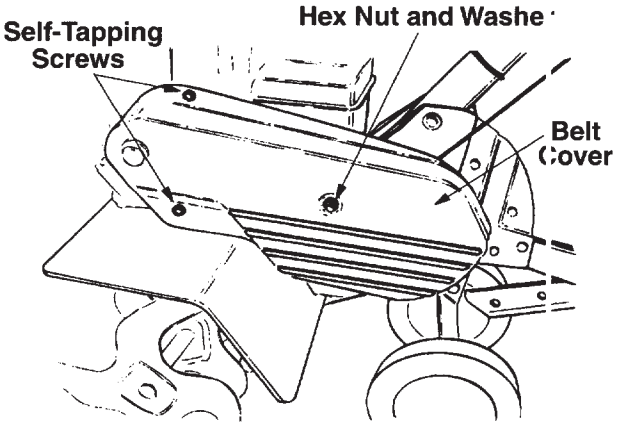

Figure 15.
2. Remove two self-tapping screws and flat washers from the front of belt cover. **(See Figure 15)**